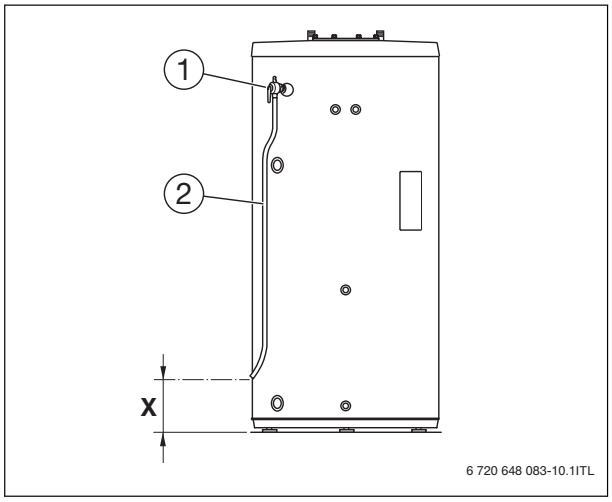

Fig. 14 Installing the temperature and pressure relief valve (TPR) blow-off line
- Terminated no more than 6" (150 mm) above the floor or as required by code (→ Fig. 14 , [X]).